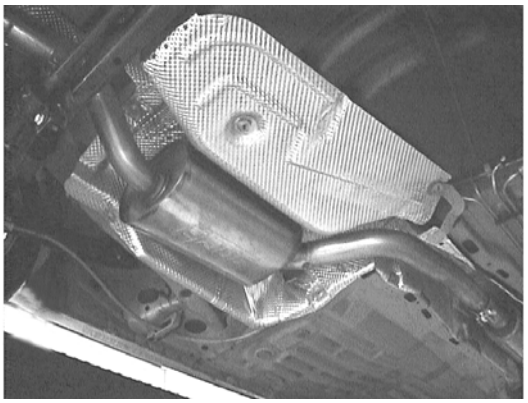

**Figure 5**
2. Place a clamp over the expanded end of the rear muffler assembly and place the rear muffler assembly into position as shown in figure 5 installing the hangers into the rubber brackets. DO NOT tighten the clamp.